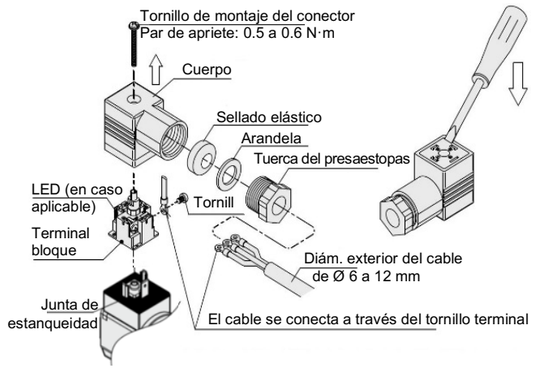

Figura 7. Diseño del conector DIN
- Apriete los tornillos y racores conforme a la Figura 7.